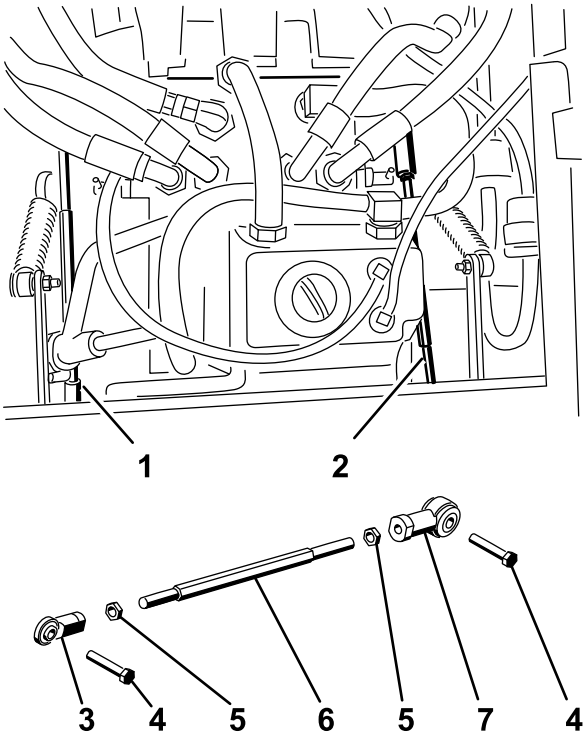

Figur 52
6. Ställ in pumpstavslängden på en sida genom att vrida sexkantsaxeln i lämplig riktning tills motsvarande hjul står stilla eller långsamt roterar bakåt (Figur 52).